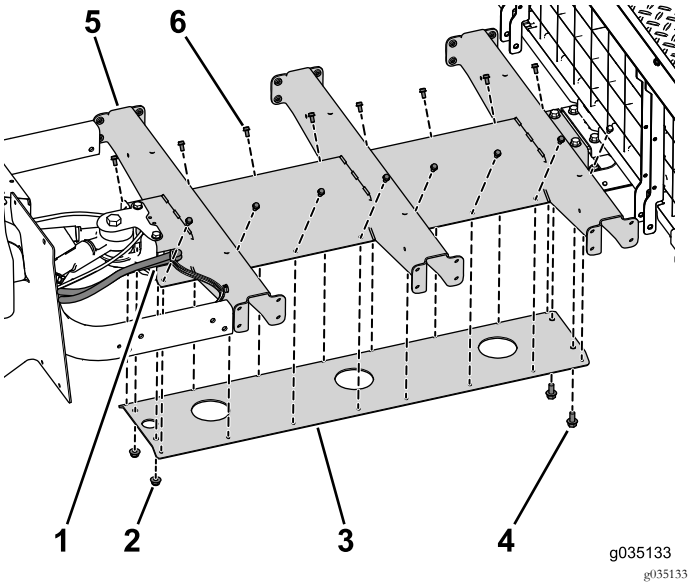

Рисунок 78
2. Свободно установите, не затягивая, два болта (3/8 x 3/4 дюйма), 16 болтов (1/4 x 1/2 дюйма) и две фланцевые гайки (3/8 дюйма), чтобы прикрепить нижнюю пластину к центральному швеллеру (Рисунок 78).